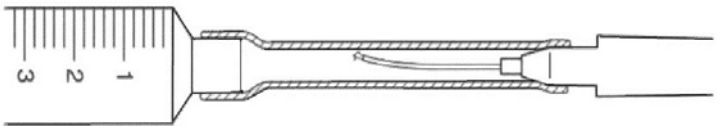

Figuur 1 Gebruik de speciale reinigingsspuit
3) Plaats de siliconenbuis voorzichtig over het uiteinde van het instrument en bevestig deze aan de handgreep, zonder de delicate tips te beschadigen. Zie Figuur 1 hieronder.